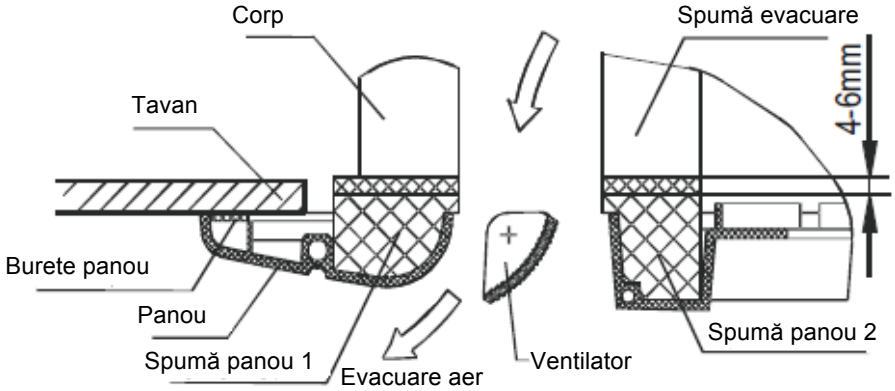

Fig.1-11
- Continuați să strângeți șuruburile de sub cârligele panoului, până ce grosimea buretelui dintre corp și evacuarea panoului este redusă la doar 4-6mm. Marginea panoului trebuie să atingă bine tavanul (Consultați Fig. 1-11)